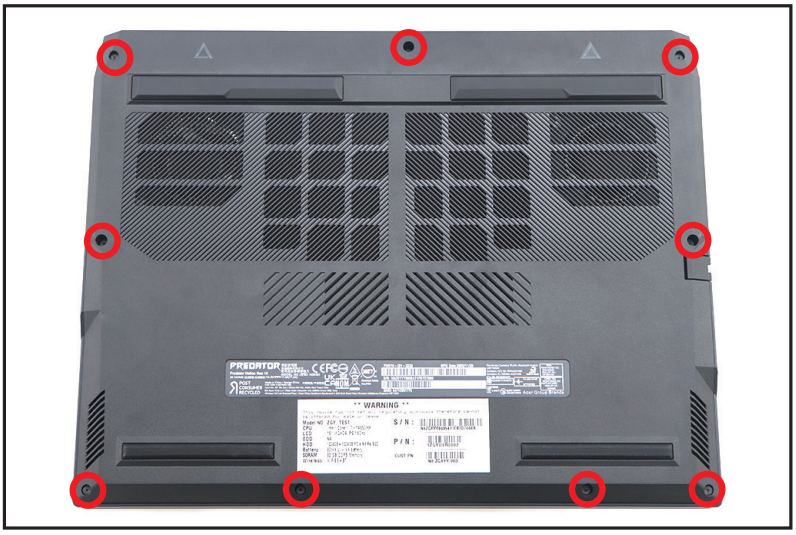

Figure 1-3. Base Cover Removal
1. Remove nine (9) Torx screws from the base cover (Figure 1-3).